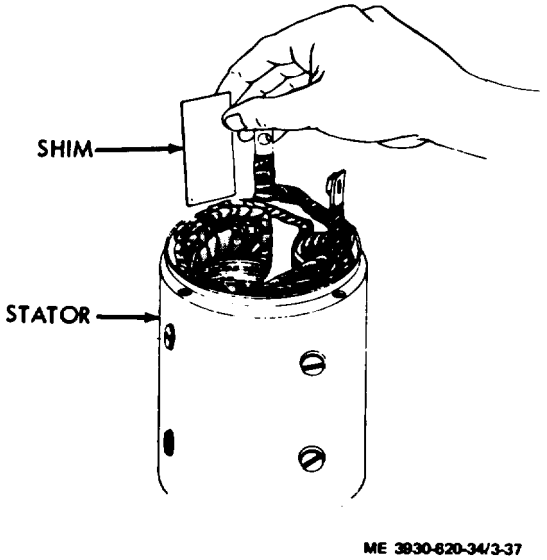

Figure 3-37. Shim removal.
(11) Remove pole retaining screws and remove field coils. Note and record the quantity of shims found behind each pole shoe. (fig. 3-37.)